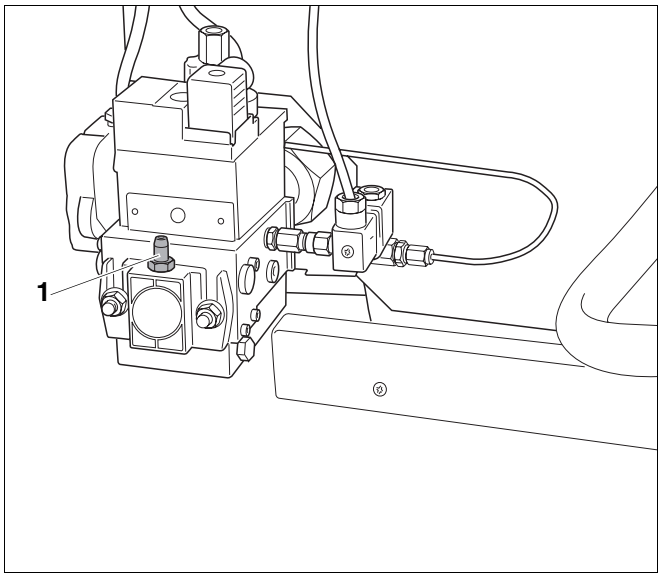

Afb. 5 Gasleiding ontluchten
- Draai de afsluitschroef van de controlenippel voor de gasaansluitdruk en ontluchting (afb. 5, **pos. 1**) aan de gasklep twee slagen los en steek de slang erop.